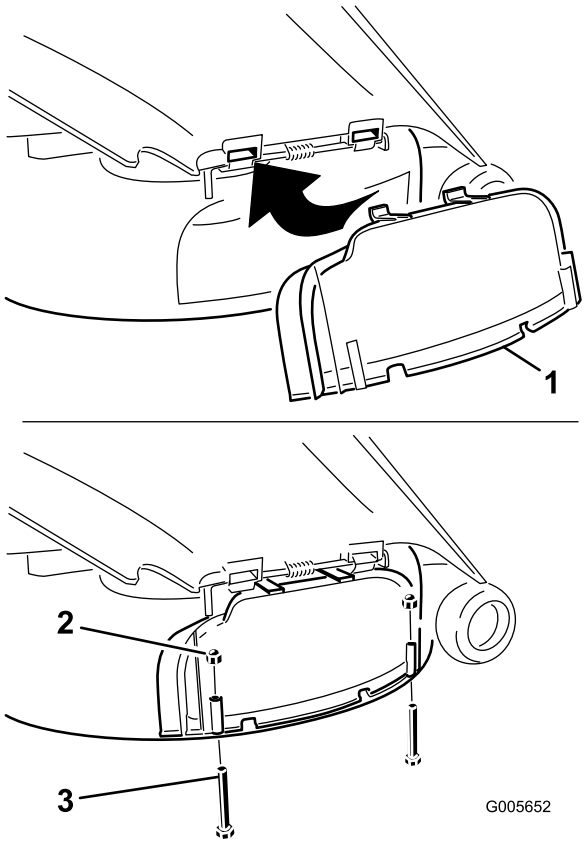

Figur 27
4. Løft græsdeflektoren, og skub tapperne på oversiden af udblæsningsdækslet ind under græsdeflektorens holdestang. Drej udblæsningsdækslet ned mod åbningen og mod plæneklipperens nederste kant (Figur 27).
5. Fastgør udblæsningsdækslet til plæneklipperens nederste kant med to bolte (1/4 x 2-1/2 tomme) og to hættemøtrikker (1/4 tomme) som vist i Figur 27.